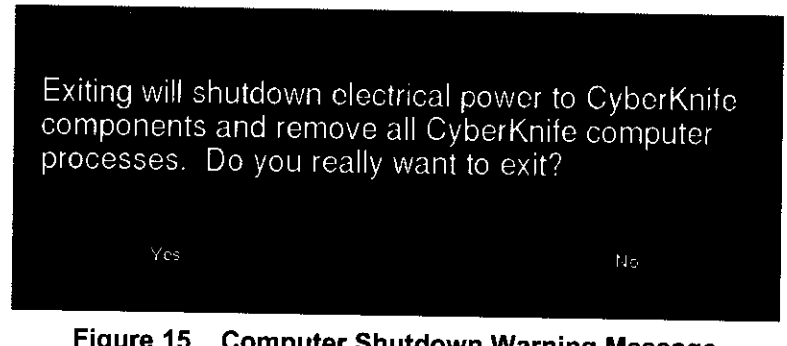

**Figure 15 Computer Shutdown Warning Message**
**Step 3.** Click the **SHUTDOWN** selection. The Confirmation Message (*Figure 15 Computer Shutdown Warning Message, page 19*) appears. Follow the instructions shown in this window. The window presents the following messages.